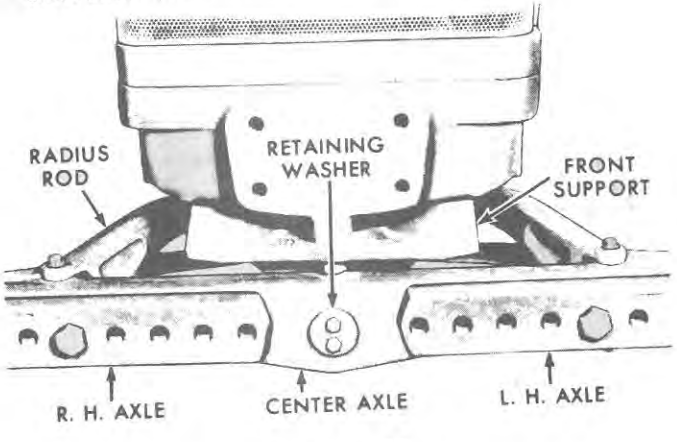

Figure 27
3. Remove the two bolts and lock washers securing the front axle retaining washer, Figure 27, to the axle front pin. Remove the retaining washer.
13. Remove the nut securing each connecting rod to the steering center arm, Figure 27. Remove the dust seals from the connecting rod end assemblies.
15. Remove the nuts and bolts securing the radius rod to the center axle section, Figure 27. Remove the radius rod.
12. Position the retaining washer, Figure 27, over the front pin and secure with the two lock washers and bolts. Tighten the bolts to a torque of 35 to 47 lbs. ft. (4.8 to 6.5 kgm).